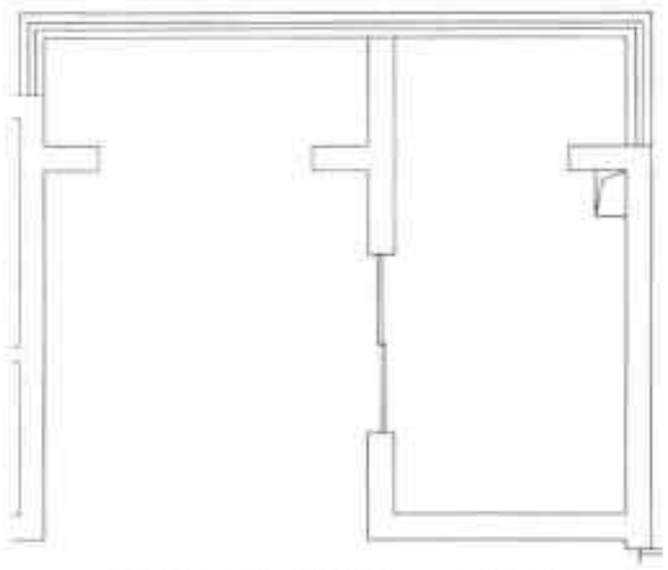

图19-28 绘制厨房门图形
Step 01 执行“矩形”命令，绘制两个长880mm、宽40mm的长方形，放置在厨房门洞位置，如图19-28所示。